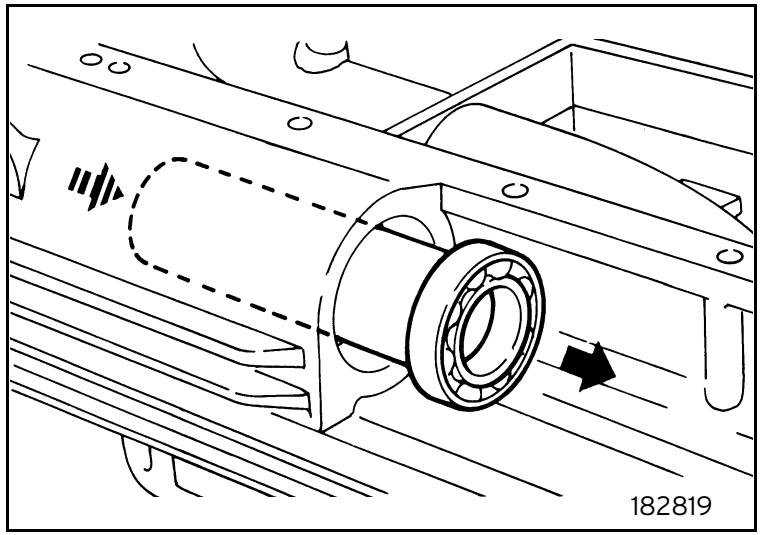

Fig. 19
- Remove the drive input shaft rear bearing (figure 19).